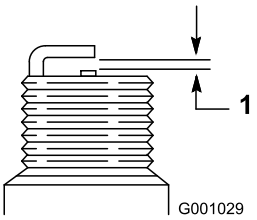

Figur 53
7. Still mellomrommet mellom elektrodene på en ny tennplugg til 0,76 mm (Figur 53).